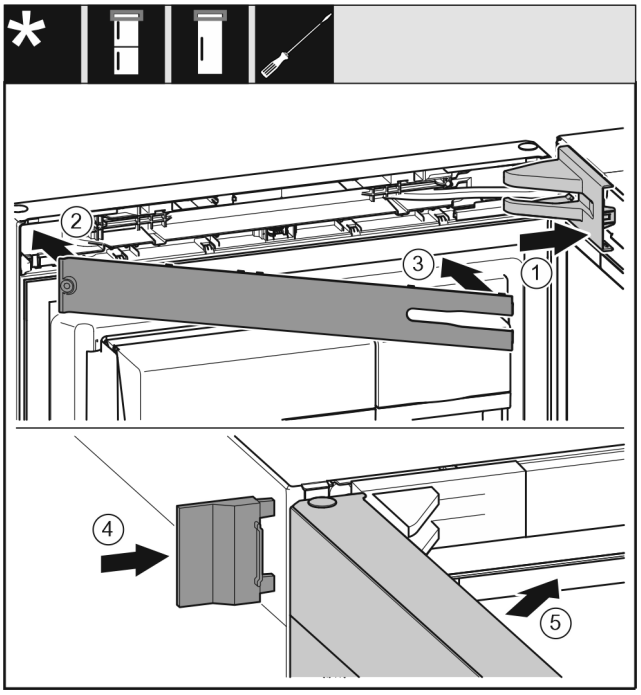

Fig. 26
▶ Nasaďte a zaklapněte kryt stojanu ložiska *Fig. 26 (1)*, příp. opatrně přitlačte od sebe.
▶ Nasaďte záslepku *Fig. 26 (2)*.
▶ Záslepku *Fig. 26 (3)* sklopte a zaklapněte.
▶ Vnější kryt *Fig. 26 (4)* nasuňte.
▶ Zavřete horní dveře *Fig. 26 (5)*.